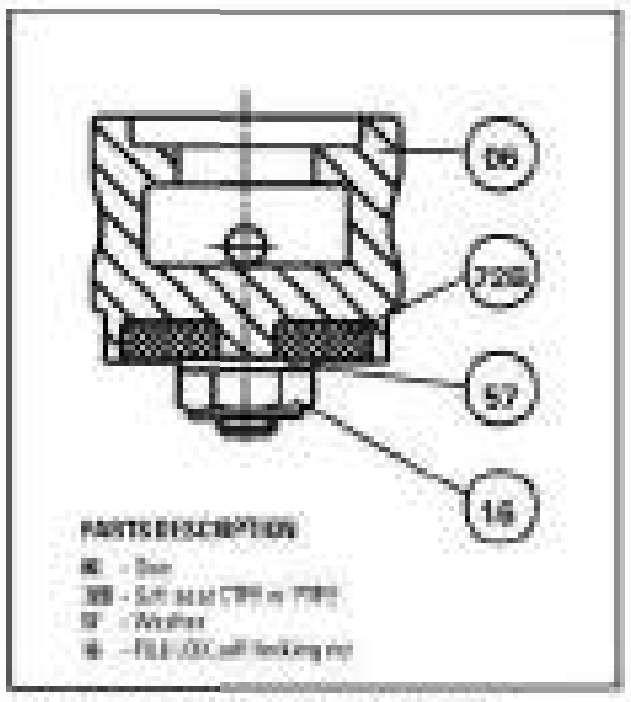

Figure 8.1B *Piston disc with replaceable CTFE or PTFE soft seat.*
2. **CTFE or PTFE seat**: If replacing a CTFE or PTFE seat *(Figure 8.1B)*, carefully unscrew the disc nut (16) from the disc. Remove washer (57) and soft seat (72B). Clean the piston disc soft seat area and disc post threads. Install a new CTFE or PTFE seat, replace washer, screw new self-locking nut with torque given in *Table 8.1*.